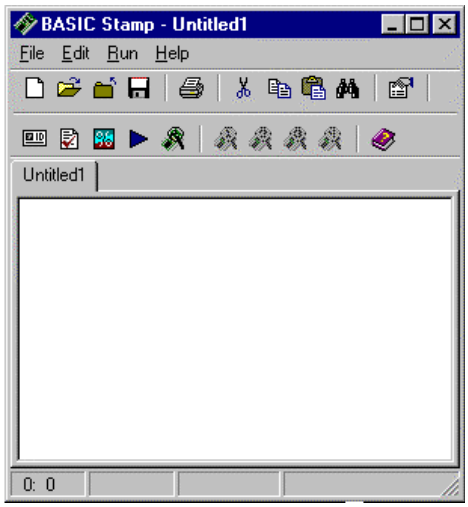

Figure 1.23: (a) Stamp Editor,
The Stamp Editor window, similar to Figure 1.23 (a), will appear next. It will help to know the version number of the software you are using before you check to see if the Stamp Editor is communicating with the BASIC Stamp.
- Click the Run menu, and select Identify as shown in Figure 1.23 (b).